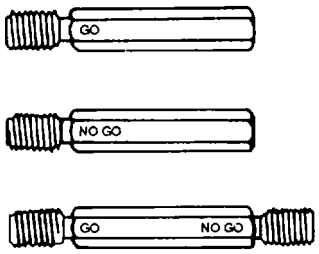

Figure 3-54. Plug Gauges
a. Use. GO and NO GO plug gauges are used to inspect internal threads. They are available as separate tools or with both ends combined in one tool, as shown in figure 3-54. Threads are inspected as follows:
(1) GO gauge. For an internal thread to be accepted, the GO plug gauge must pass through the entire length of the thread.